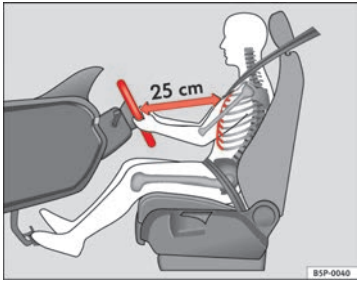

Fig. 134 Posizione corretta sul sedile di guida
– Posizionare il volante nel modo desiderato ⇒ fig. 134.
- **Regolare il sedile del conducente o la posizione del volante in modo tale che la distanza tra il volante stesso e lo sterno del conducente sia di almeno 25 cm ⇒fig. 134. Se la distanza minima non viene rispettata, l'efficacia del sistema degli airbag si riduce, con gravi rischi per l'incolumità delle persone (non escluso quello di morte).**